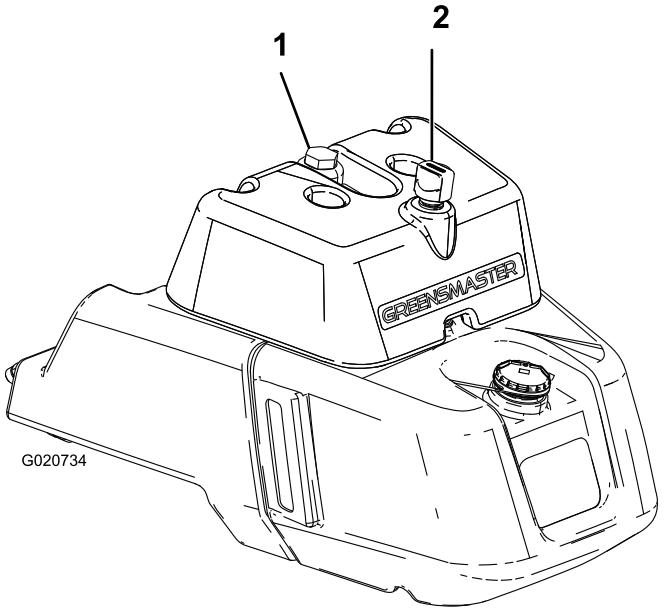

Figur 23
2. Skruva av hydraultanklocket (Figur 23).